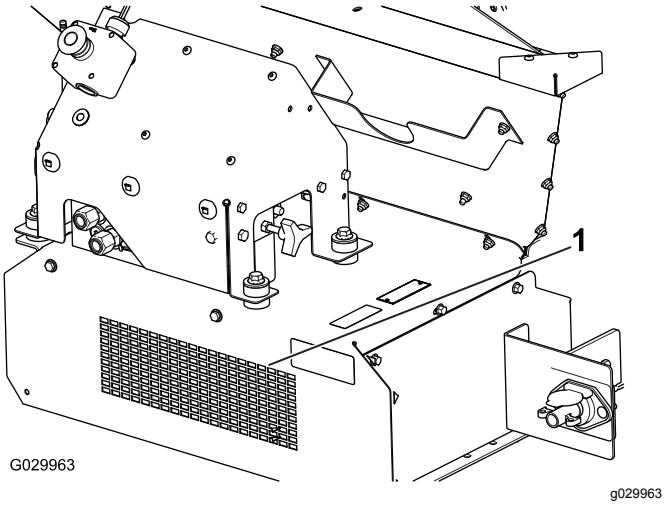

Rysunek 58
10. Znajdź etykietę dotyczącą czyszczenia z przodu maszyny (Rysunek 57), a następnie za pomocą węża ogrodowego spryskuj przednią osłonę siatkową, aż wybrzuszenie miski zostanie całkowicie oczyszczone z nagromadzonego materiału (Rysunek 58).